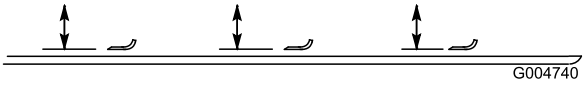

Figur 84
2. Rotera kniven tills ändarna är riktade framåt och bakåt (Figur 84). Mät avståndet från klippenhetens insida till knivseggens spets. Notera måttet.